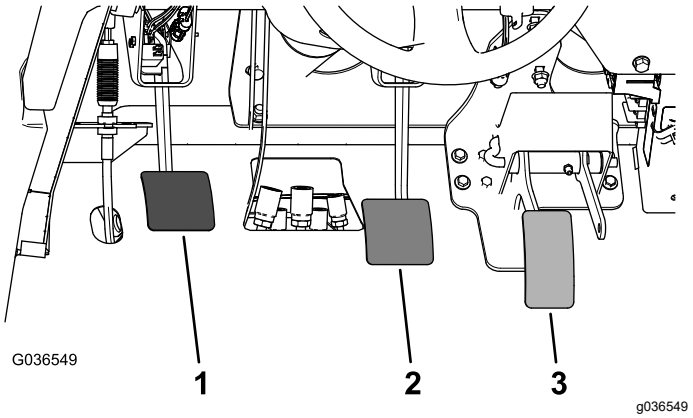

**Figura 61**
2. Tire hacia arriba del pedal de freno (Figura 61) hasta que entre en contacto con el bastidor.
3. Afloje las contratuercas que fijan la horquilla al eje del cilindro maestro (Figura 61).